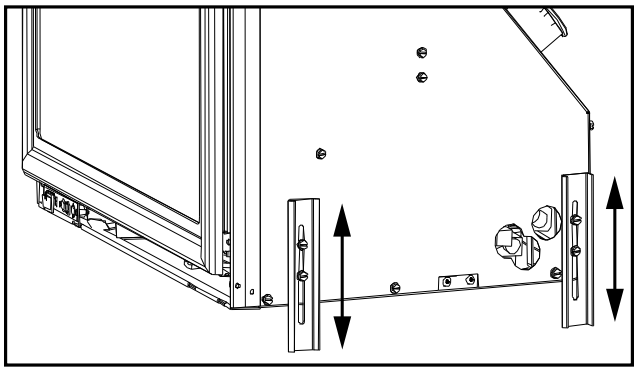

Figure 31: Levelling legs position.
5. If the fireplace opening is lower than 19" (483mm), remove the vent collar plate from the top of the insert by unscrewing the two (2) T-20 Torx screws located on the center top of the stove. Slide the collar plate backwards. Properly secure the vent collar plate to the flexible vent pipe liner(s) previously installed in the chimney. Be careful not to over-stretch the liner(s).
8. Using a ¼" hex driver, adjust the levelling legs to ensure the unit is level and high enough if a base shelf and/or riser is to be installed. There are two (2) levelling legs on each side (shown in Figure 31).